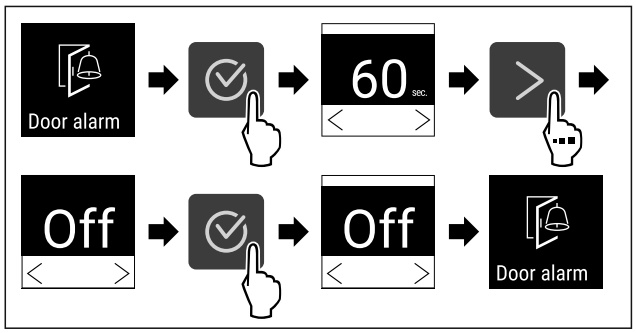

Fig. 97
▶ Ejecutar los pasos (consulte Fig. 97) .